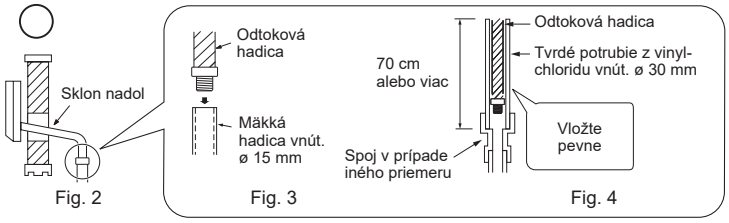

Fig. 2 Fig. 3 Fig. 4
- Odtoková hadica by mala smerovať nadol pre ľahší odtok. (Fig. 2)